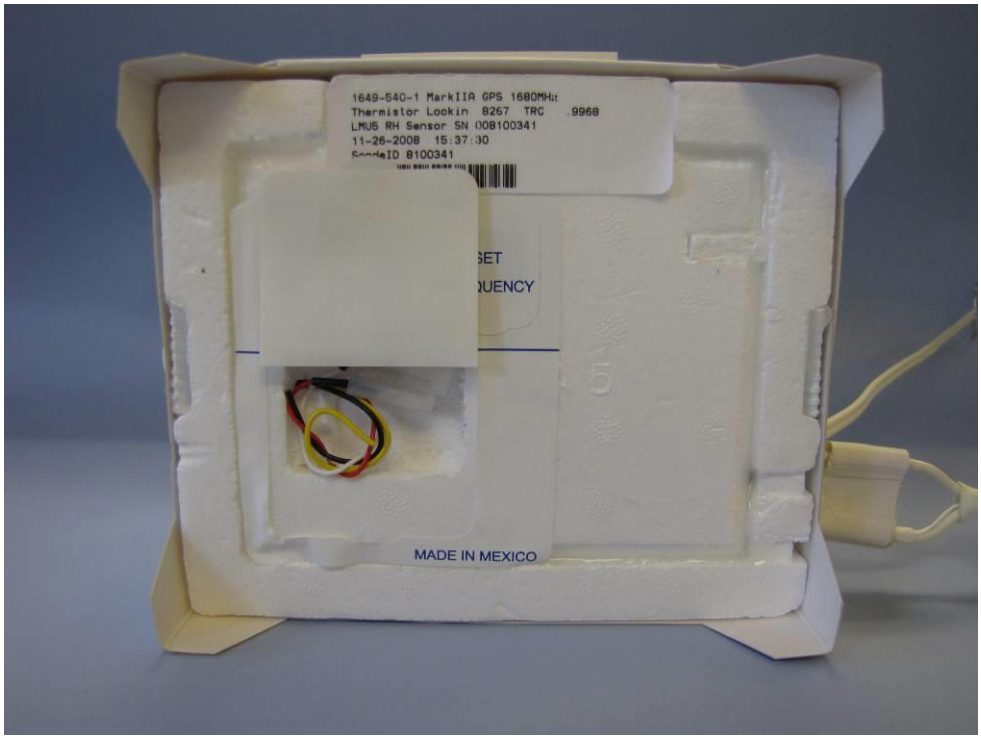

Figure 4 – Location of Battery Wires
3.1 Hold radiosonde in orientation shown in figure 4 and lift “Battery” flap.